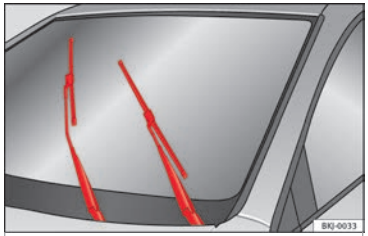

Rys. 89 Wycieraczki w położeniu serwisowym.
- Włączyć i wyłączyć stacyjkę, a następnie (w ciągu ok. 9 sekund) przesunąć dźwignię wycieraczek szyby przedniej w dół (krótkie wycieranie). Wycieraczki szyby przedniej przesuną się do pozycji serwisowej ››› **rys. 89**.